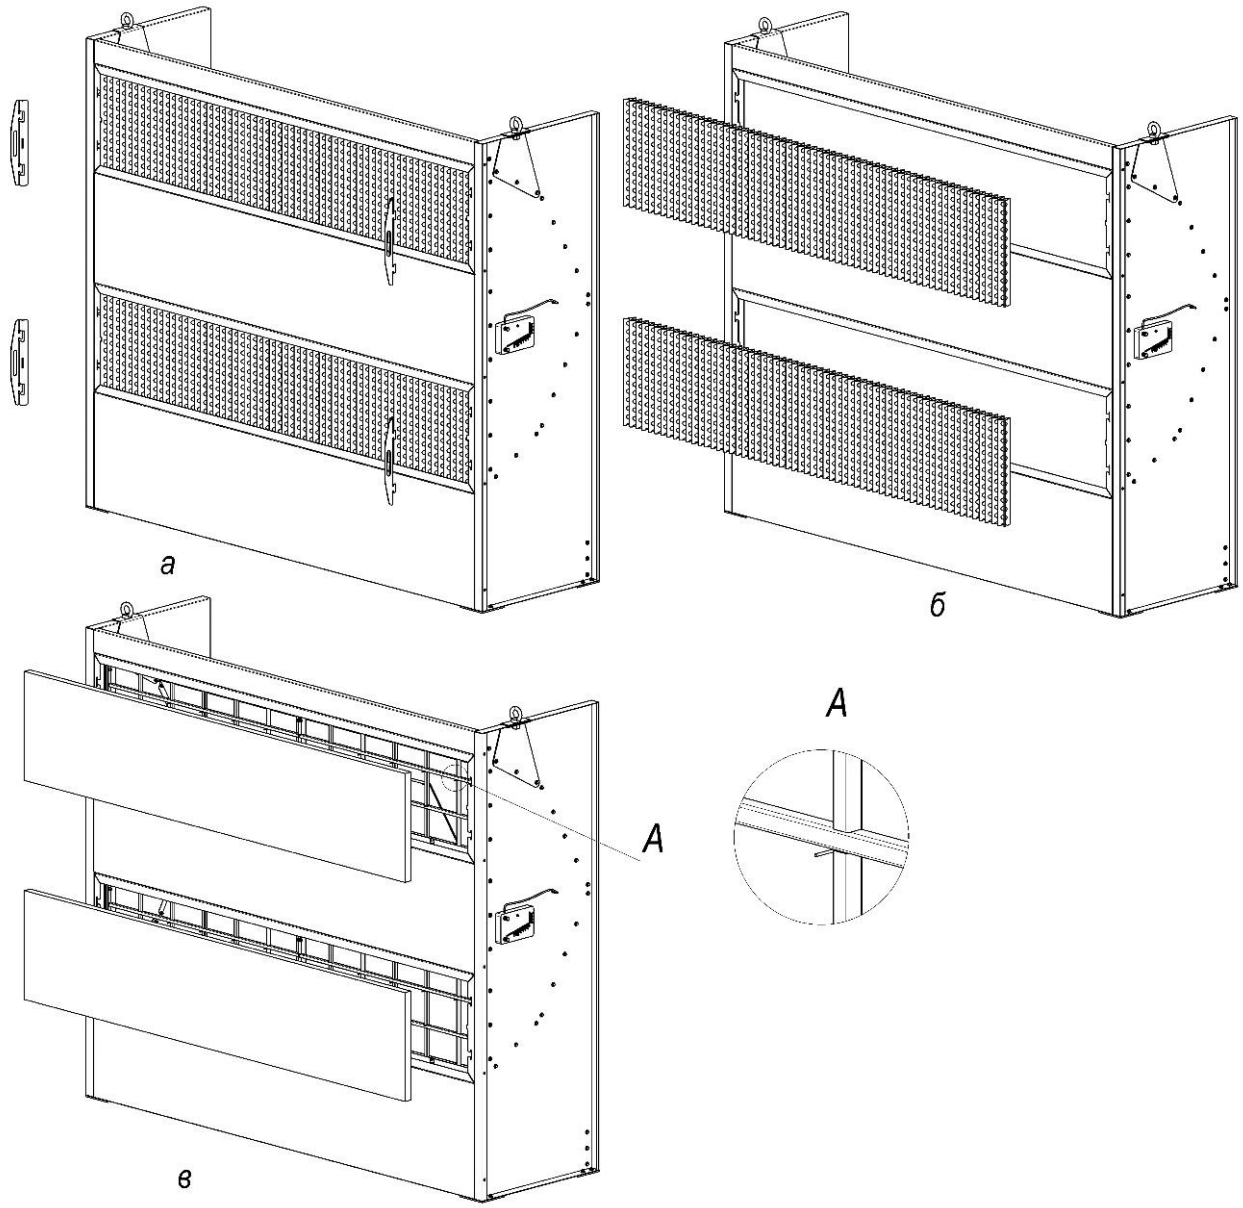

Рисунок 5
1) снять фиксаторы (рисунок 5а);
2) удалить загрязнённый фильтр инерционный гофрированный IF-JAP (рисунок 5б);
3) удалить загрязнённый фильтр PSF-JAP Paint-Stop (рисунок 5в);